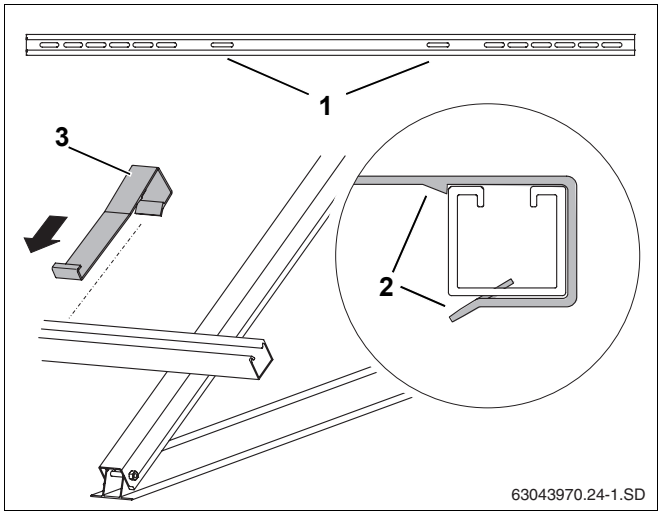

Rys. 36 Montaż zabezpieczeń przed zsunięciem się
- Wsunąć zabezpieczenia przed zsunięciem się (rys. 36, **poz. 3**) do wewnętrznych otworów podłużnych (rys. 36, **poz. 1**) i przełożyć przez szyny profilowane, aż zabezpieczenia zatrzasną się (rys. 36, **poz. 2**).